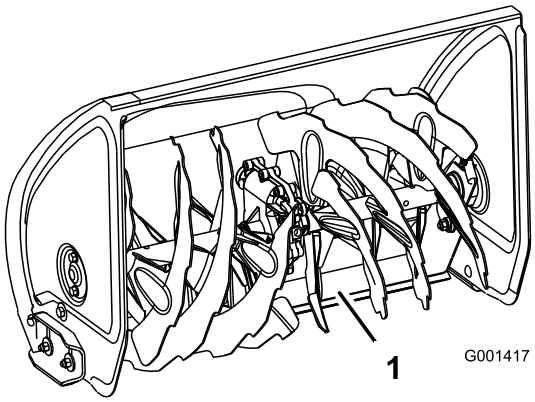

**Figure 44**
4. Push down on the handles to allow the pivoting scraper to move fully forward, then set the front of the snowthrower down so that the front edge of the pivoting scraper contacts the ground (Figure 44).